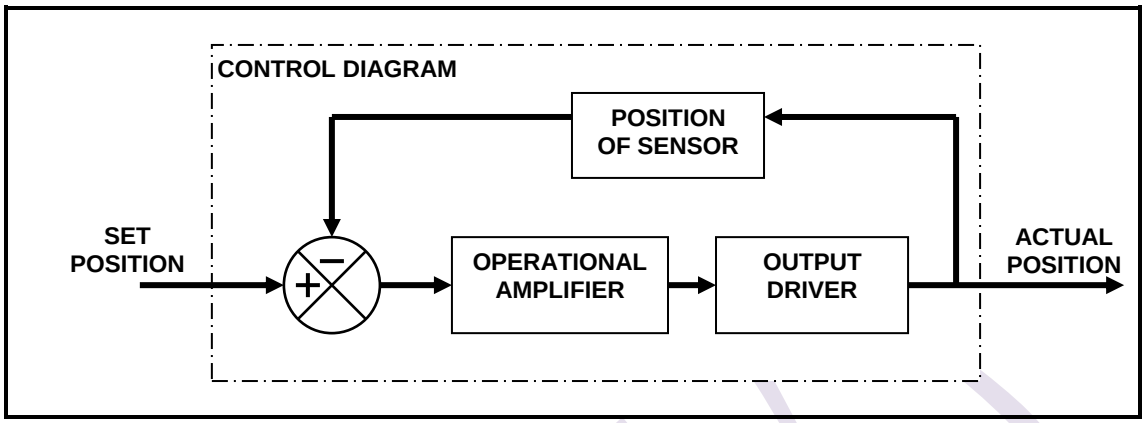

FIGURE 4
4.2 FIGURE 4 shows a control diagram of a proportional-controlled hydraulic system broken down into subsections that are more specific.